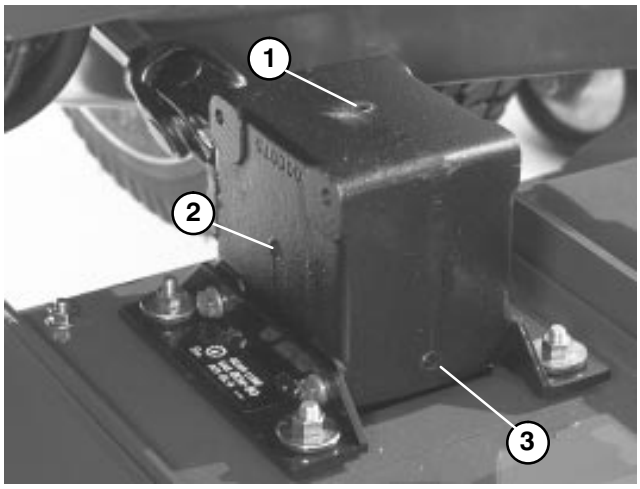

Figure 20
2. Lower cutting unit so castor wheels are on a level surface. Be sure all height−of−cut pins are in the same hole locations. Remove check plug (Fig. 20) from side of gear box and check level of lubricant. If level of lubricant is low, remove fill plug on top of gear box and add SAE 80−90 wt. gear lube until level is up to bottom of check hole.